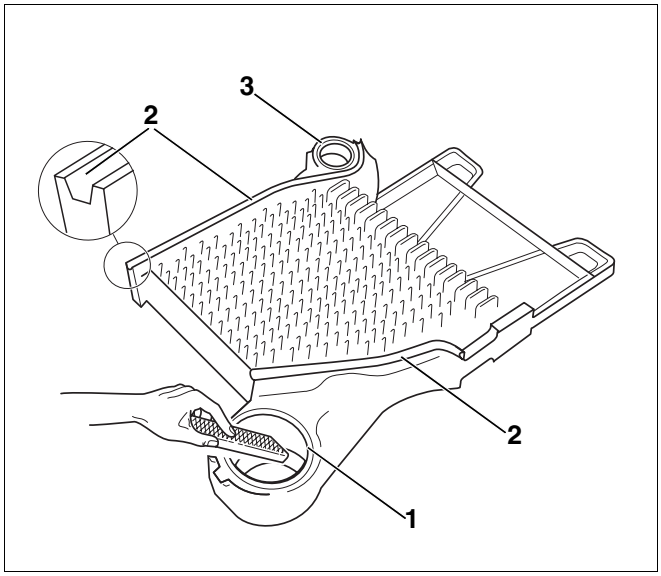

Afb. 6 Ketelnaven ontbramen
- Plaats het eindelement met de ribben naar boven op de vloer (afb. 6).
- Reinig de ketelnaven (afb. 6, **pos. 1** en **3**) met schuurpapier en een doek.
- Vijl de eventueel aanwezige bramen van de ketelnaven (afb. 6, **pos. 1** en **3**).
- Reinig de afdichtinggroeven (afb. 6, **pos. 2**) eventueel met een stalen borstel en een doek.